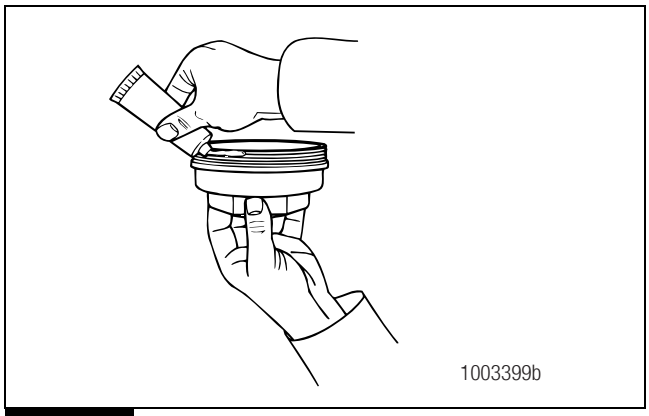

Figure 6.58
2. Apply a continuous 1/8-3/16-inch (3-5 mm) bead of RTV sealant to the outside first thread around the entire circumference of the hubcap. You must use Meritor part number 2297-Z-7098 RTV sealant, Loctite® adhesive sealant number 5699. Figure 6.58.